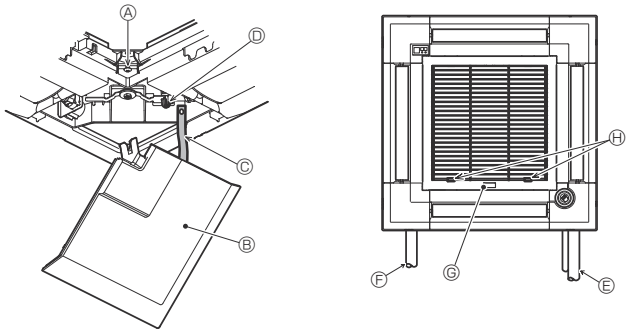

Fig. 9-12
9.5. Anbringung des Ansauggitters (Fig. 9-12)